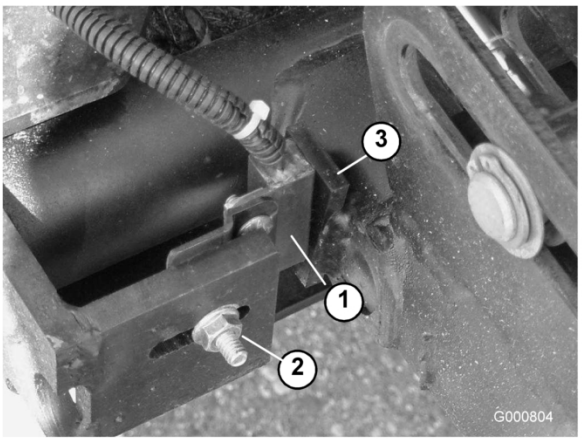

Figur 77
- Løsn bræddeboltmøtrikken, der fastholder løftearmsafbryderens beslag på løftearm nr. 4, 6 eller 7 (Figur 77). Nr. 4 er vist på illustrationen.